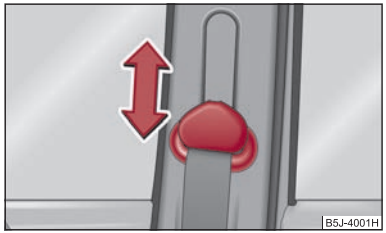

Fig. 4 Asiento delantero: ajuste de la altura del cinturón
– Para el ajuste, presionar el herraje de inversión y desplazarlo hacia arriba o hacia abajo ⇒ fig. 4.